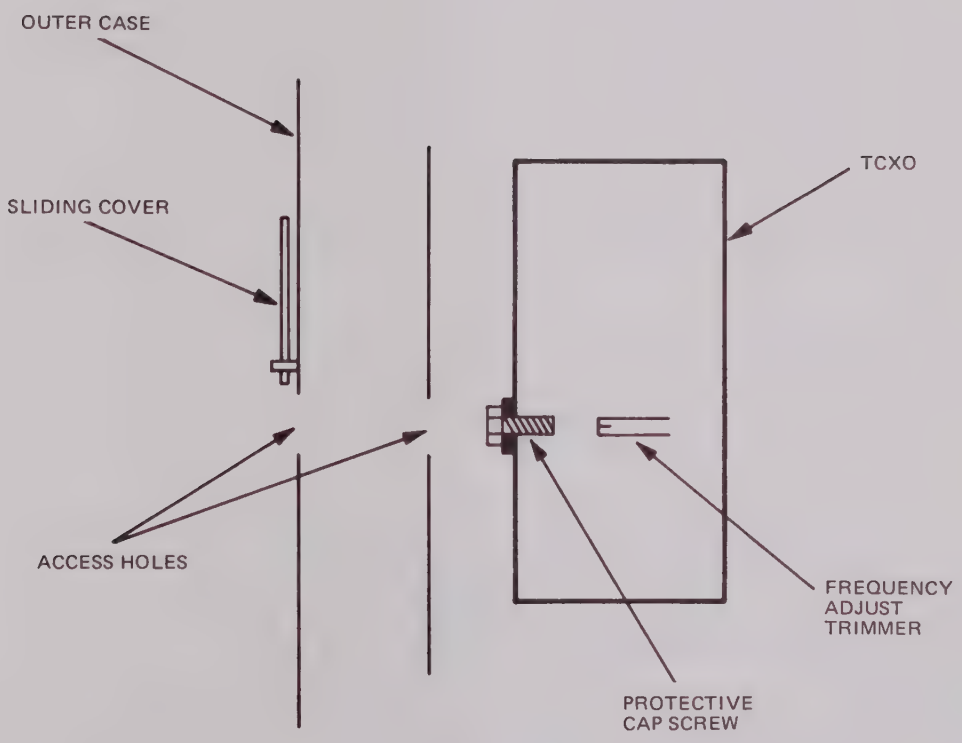

Figure 4-17. Access to TCXO
4.5.33 CALIBRATION OF TCXO (Figure 4-17).